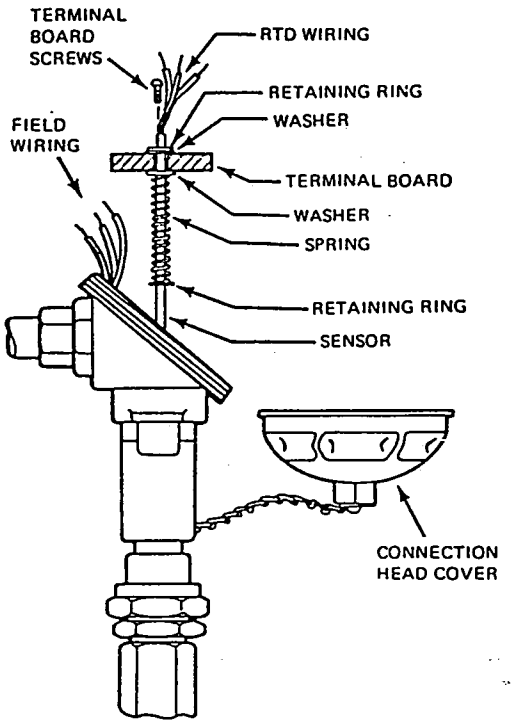

Figure 2. Connection Head (General Purpose)
When the RTD and well are purchased together, they are shipped fully assembled (with spring loading device installed) (see Figures 2, 3, and 4) making installation much simpler. After installing the well, it is only necessary to connect the field wiring to the terminal board in the head. See "Wiring" section for electrical connections.
2. Remove terminal board screws, slide terminal board and bare sensor assembly out. See Figure 2.